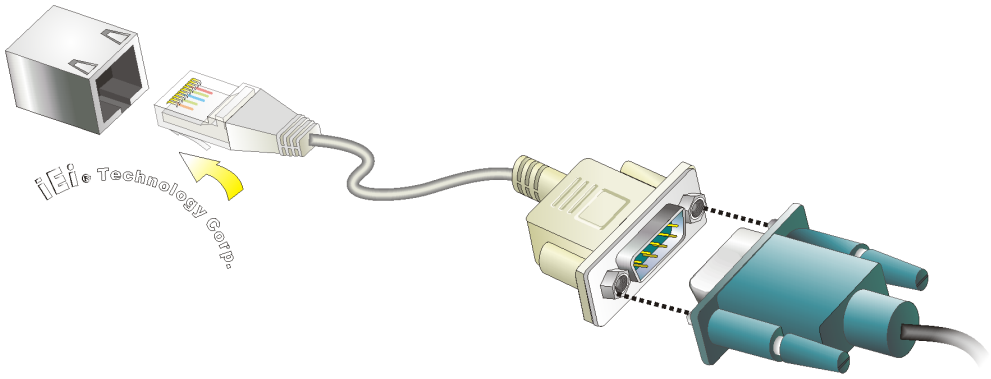

Figure 3-25: RJ-45 RS-422/485 Serial Device Connection
Step 2: **Insert the RJ-45 connector**. Insert the RJ-45 connector on the RJ-45 to DB-9 COM port cable to one of the RJ-45 RS-422/485 connectors on the TANK-700. See **Figure 3-25**.